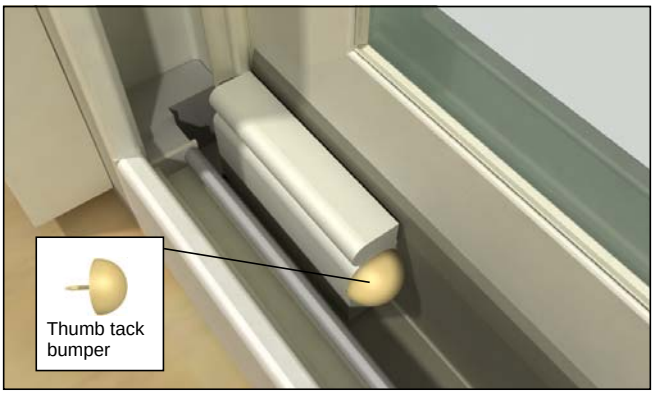

Figure 12
2. Push the thumb tack bumper into the end of the sill block as shown in figure 12. Remove the paper backing from the adhesive tape on the sill bumper block and adhere to stationary panel as shown. Block should fit tightly against the jamb.